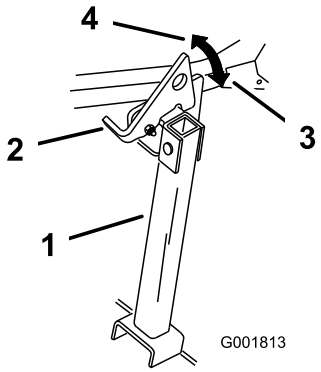

Figur 26
2. Løft klinken til ulåst position (Figur 26).